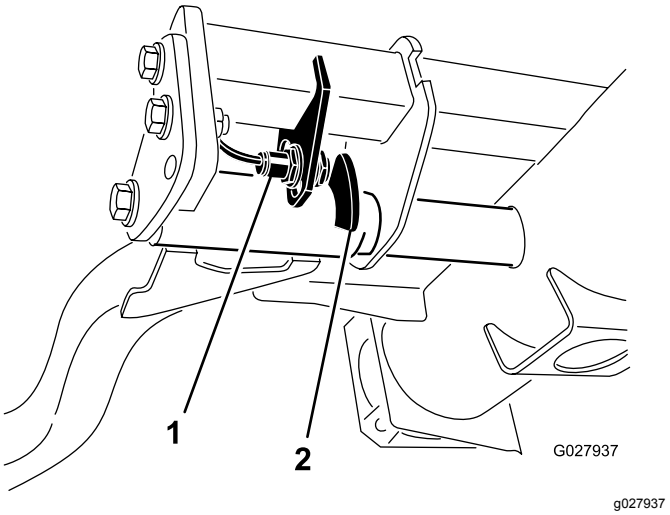

Figur 54
2. Løftearmskontakten er placeret under hydrauliktanken bag løftearmen forrest til højre (Figur 54).
3. Løsn kontaktens monteringsskruer, og flyt kontakten ned for at forøge løftearmens drejehøjde, eller flyt kontakten op for at mindske løftearmens drejehøjde (Figur 54).